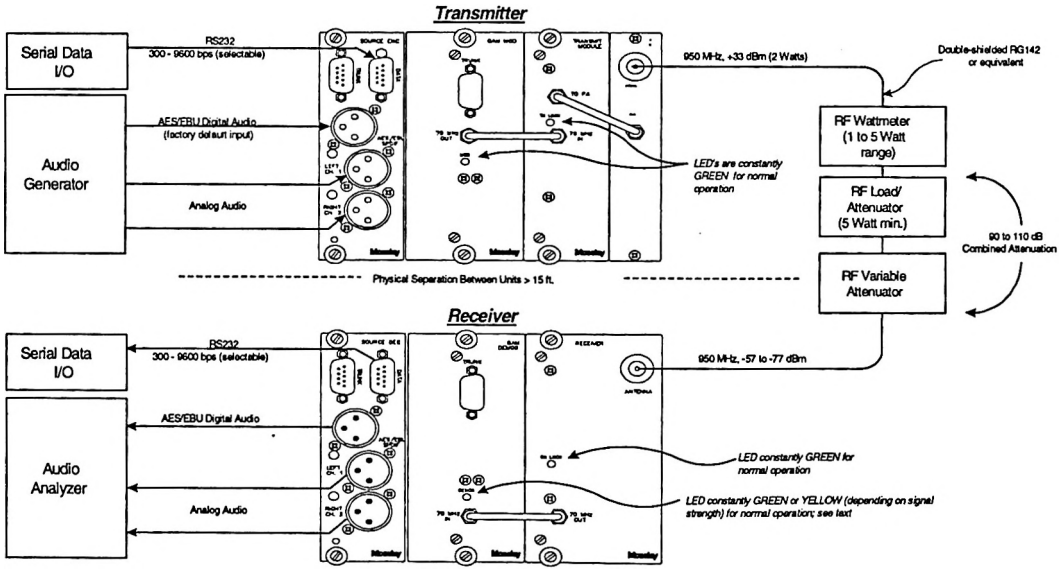

Figure 3-1. SL9003Q RF and Audio Bench Test Setup
It is best to perform back-to-back tests of the entire system on the bench prior to installation at the site. Digital STLs have different parameters for system checks than analog STLs. Back-to-back bench testing is a good way to familiarize the user with the SL9003Q system. Figure 3-1 shows a typical setup for bench testing a complete system.
1. Connect the equipment as shown in Fig. 3-1. Be sure to physically separate the TX and RX units by greater than 15 feet, in order to provide isolation for the BER threshold measurement. Calculate or measure the signal level present at the SL9003Q RX antenna input **(-60 dBm typical).**
1. Connect the equipment as shown in Fig. 3-1. Be sure to physically separate the TX and RX units by greater than 15 feet.